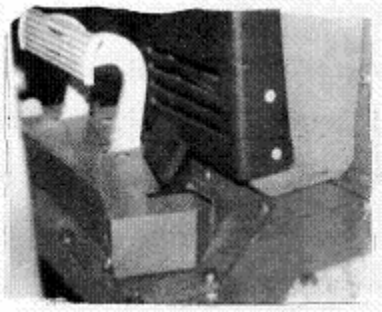

Рис. 5-23
2) Стержень педали замедлителя (2 точки) (Рис. 5-23)